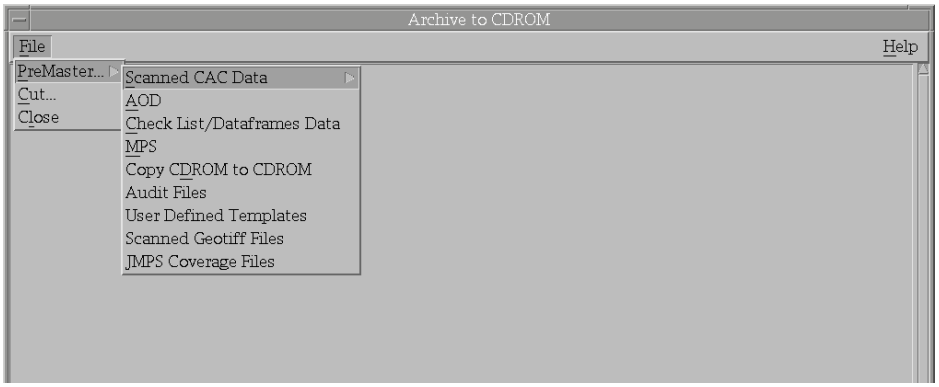

Fig. 38 — Archive to CDROM window
3.3.6.2.1 Archive Data To CDROM — This option "Premasters" a set of data into a CD image and writes the data to a CD. The CD images conform to the International Standard Organization (ISO) 9660 standard for optical disk formats. When a user selects this option, MMC opens the **Archive To CDROM Window** (Fig. 38). Click on Premaster and select the data type to be archived: Scanned CAC Data, Aircraft Optical Data, Checklists/Dataframes Data, Mission Planning Data, Copy CDROM to CDROM, Audit files, User Defined Templates, Scanned GeoTIF Files, or JMPS Coverage Files. MMC will build an ISO 9660 Image from the selected data. If the user has built an ISO Image before, MMC will prompt the user to delete that file before building a new one. After premastering the data into an ISO Image, select Cut to actually copy the data to a CD. When finished, select Close to return to the main **MMC Window**. The Archive options include: